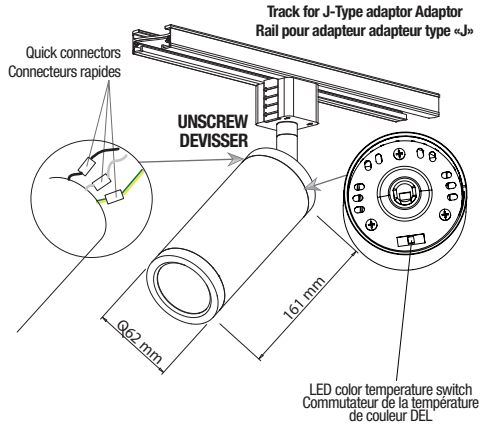

Fig. 1a
1. Brancher les connecteurs rapides entre les fils du module cylindrique et ceux du kit de montage (détail Fig. 1a).
2. Sélectionner la température de couleur de la DEL choisie à l'aide de l'interrupteur situé à l'intérieur du cylindre (Fig. 1a détail).
3. Assembler le luminaire en vissant les deux parties (Fig. 1a).